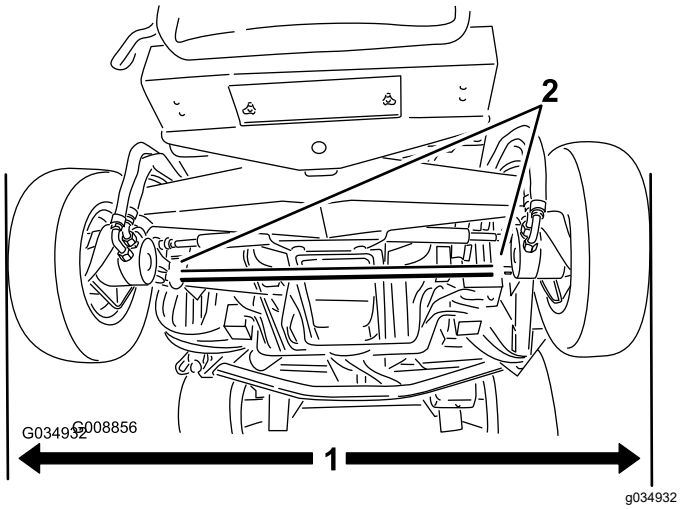

**Figuur 117**
1. Zet de achterwielen recht en meet de buitenafstand (ter hoogte van de assen) aan de voorzijde en de achterzijde van de achterwielen (Figuur 117).
2. Draai de klemmen aan beide uiteinden van de spoorstangen los om het toespoor af te stellen (Figuur 117).